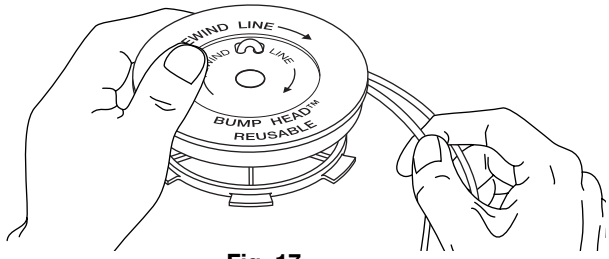

Fig. 17
7. Bobine las líneas en capas parejas y ajustadas sobre el carrete (Fig. 17). Bobine la línea en la dirección indicada en el carrete interior. Coloque su dedo índice entre las dos líneas para evitar que se superpongan. No superponga los extremos de la línea. Proceda al paso 12.